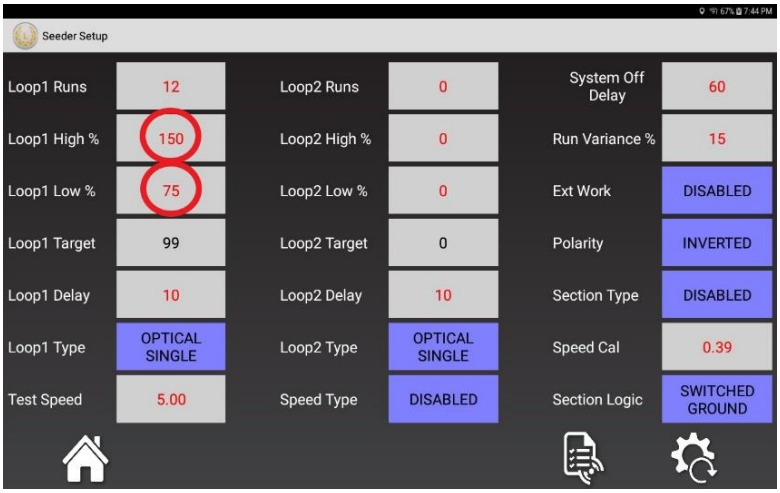

Figure 4.4
5. Enter the seeder setup page to set your high and low % for each loop in your system as in figure 4.4. It may be necessary to adjust your percentages slightly if you are receiving false alarms as all seeding equipment has different flow variances. (See the troubleshooting area on page 31 and the FAQ area in the app for more information on dealing with high and low-rate alarms).